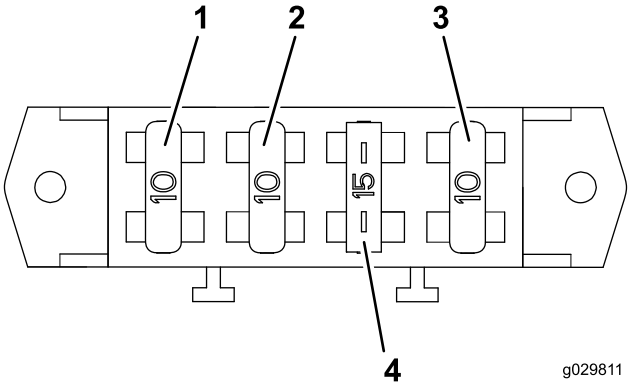

図 32
1. ヒューズブロックのスロットに 10 A ヒューズ3本と15Aヒューズ1本を取り付ける図 32。